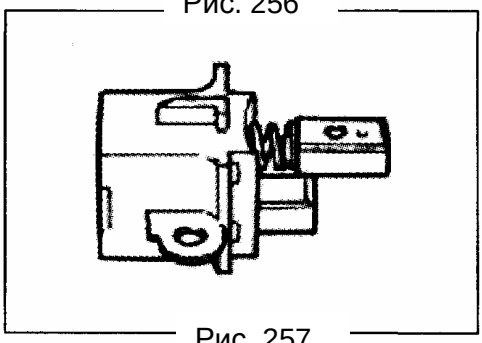

Рис. 257
1) Снимите припой при помощи паяльника и снимите щетку и пружину (Рис. 257).